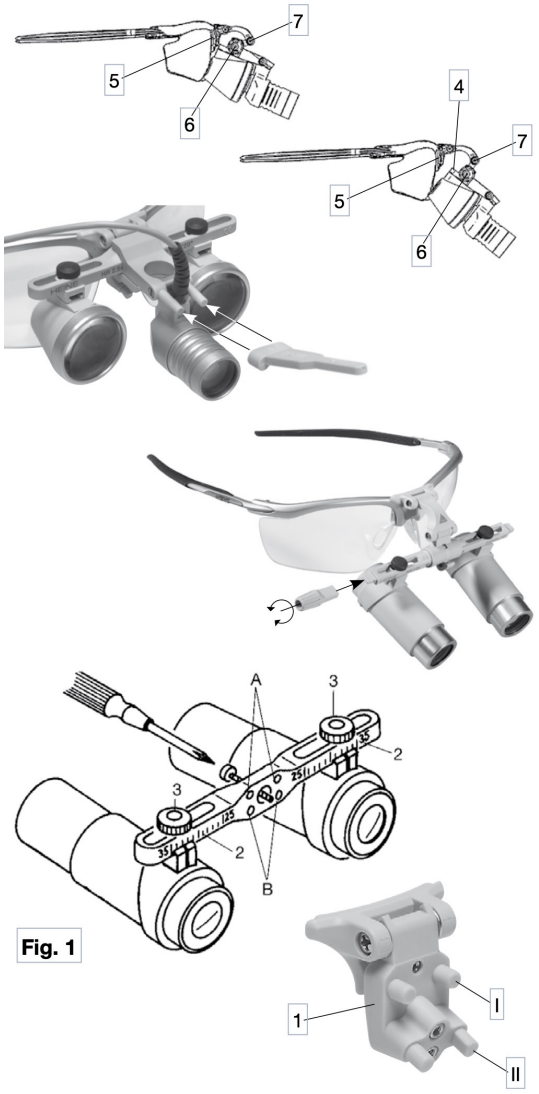

Fig. 1
- Перед тем как надеть лупу, установите межзрачковое расстояние (MP) или значение на шкале (2) (рис. 1): Ослабьте винты с насечкой (3) (рис. 1) и переместите оба окуляра симметрично.
- Закрепите окуляры с помощью винтов с насечками (3) (рис. 1).